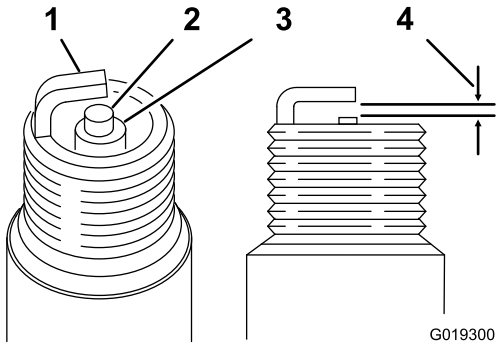

Figure 27
4. Vérifiez l'état et l'usure de la bougie (Figure 27).
5. Vérifiez l'écartement des électrodes à l'aide d'un calibre pour fils (Figure 27).